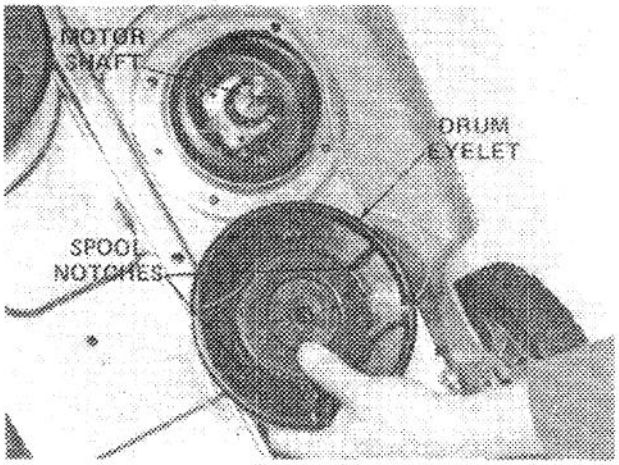

Figure 14
8. Align spool flats with flats on motor shaft and slip entire assembly (Fig. 14) onto motor shaft. Secure assembly with retaining nut.